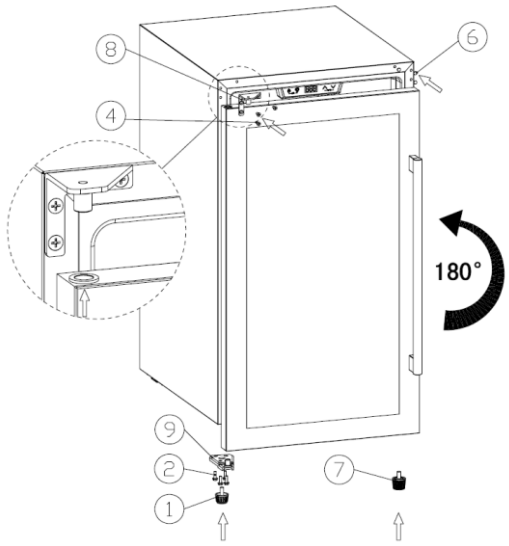

Bilde 2
4. (Bilde 2) Monter det øvre venstre hengselet (8) — det ekstra hengselet, pakket for seg — og trekk til skruene (4).
5. (Bilde 2) Snu døren 180˚ så håndtaket kommer på høyre side. Sett døren på plass slik at hullet i det øvre hjørnet griper i stopperen på det øvre venstre hengselet (8); monter det nedre venstre dørhengselet (9) og trekk til skruene (2); monter den korte kabinettfoten (1) nederst til venstre og den lengre kabinettfoten (7) til høyre; sett til slutt hengselhulldekselet (6) på plass igjen.